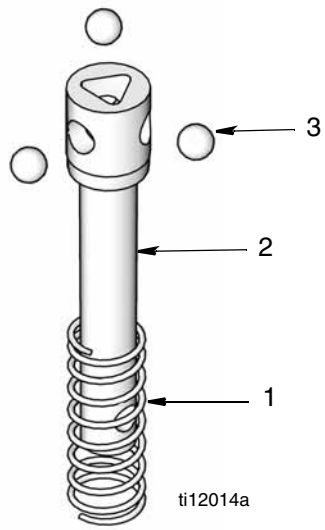

FIG. 42
1. Insérer les billes (3), dans la tige de déclenchement (2) (FIG. 42).
2. Faites glisser le ressort (1) sur la tige de déclenchement (2) (FIG. 42).